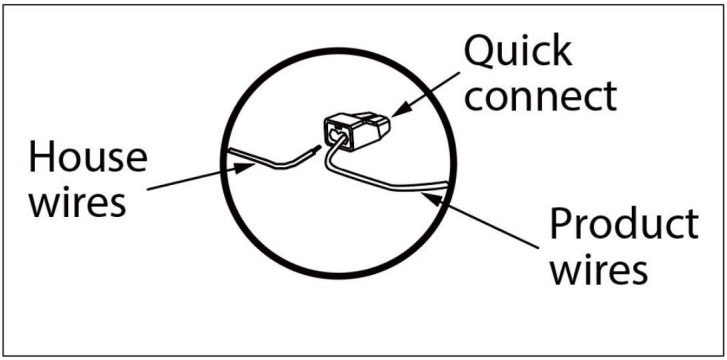

Rys.1.
3. Sprawdź, czy odsłonięty koniec przewodu jest całkowicie wsunięty do tylnej części złącza. (Zobacz rys. 1.)